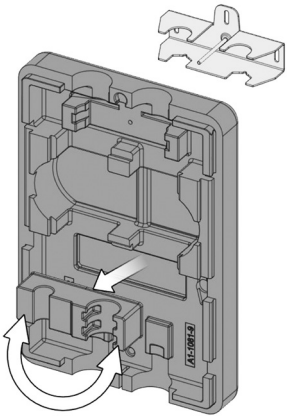

Fig. 9
4. Enlever la pièce de serrage (9) de la partie arrière de la coquille d'isolation, la tourner de 180° et la remonter dans la partie arrière de la coquille d'isolation (fig. 9).